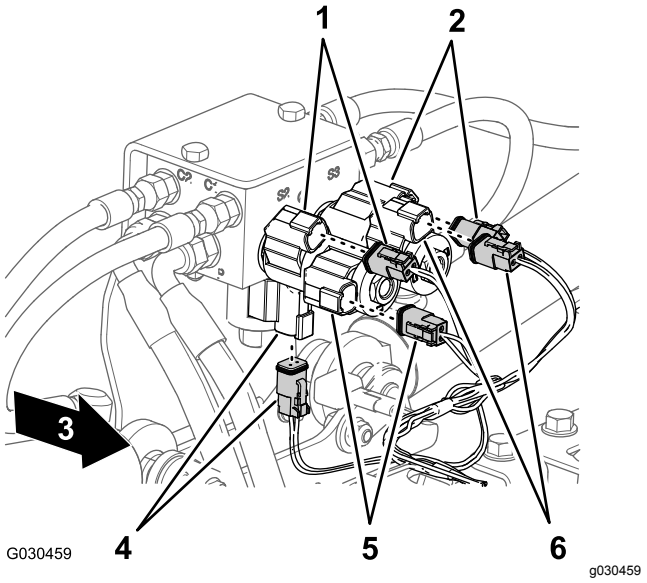

Figur 39
4. På maskinens baksida kopplar du loss följande kontakter med två uttag (Figur 39) för lyftcylinderns grenrör så här: